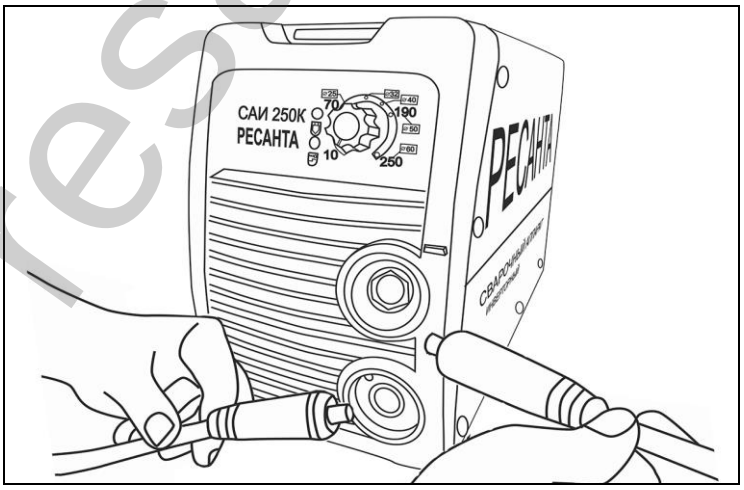

Рис. 3. Подключение кабелей
- При завершении шва отведите электрод немного назад, чтобы заполнилась сварочная ванна, а затем переместите электрод на верхний край сварочной ванны и быстро отведите от кратера (Рис 5(рис.3)).